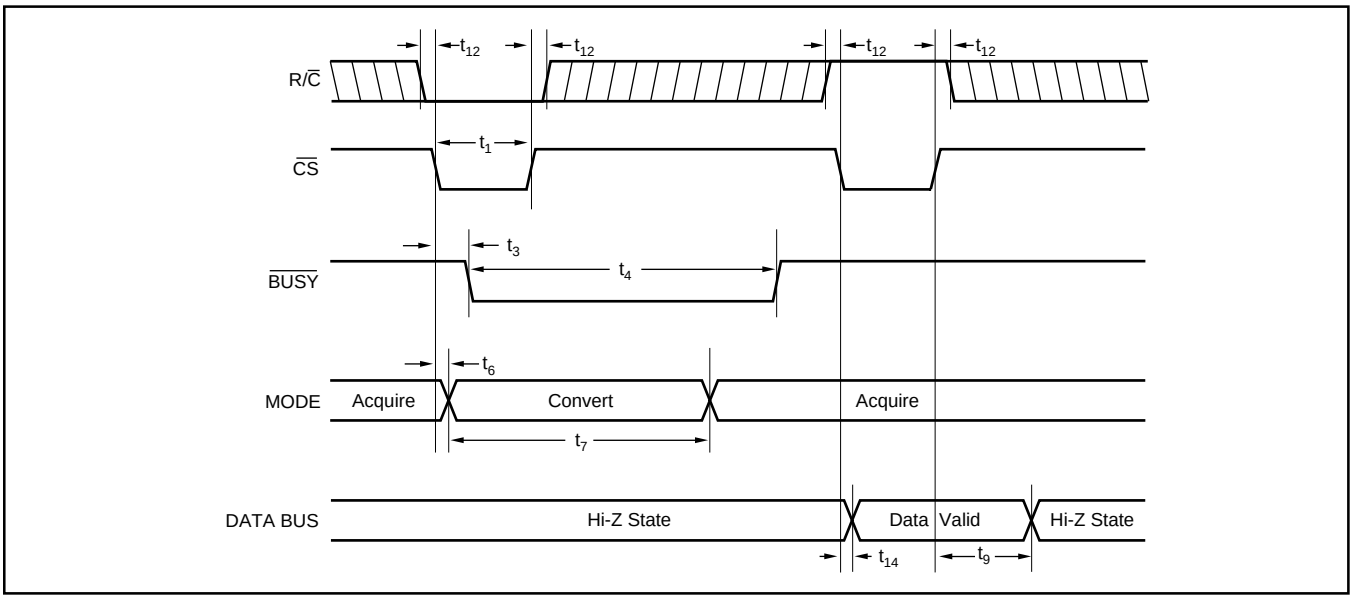

FIGURE 4. Using $\overline{CS}$ to Control Conversion and Read Timing.
NOTES: (1) LSB means Least Significant Bit. For the 12-bit, ±10V input ADS7804, one LSB is 4.88mV. (2) Typical rms noise at worst case transitions and temperatures. (3) As measured with fixed resistors shown in Figure 4. Adjustable to zero with external potentiometer. (4) Full scale error is the worst case of –Full Scale or +Full Scale untrimmed deviation from ideal first and last code transitions, divided by the transition voltage (not divided by the full-scale range) and includes the effect of offset error. (5) All specifications in dB are referred to a full-scale ±10V input. (6) Full-Power Bandwidth defined as Full-Scale input frequency at which Signal-to-(Noise + Distortion) degrades to 60dB, or 10 bits of accuracy. (7) Recovers to specified performance after 2 x FS input overvoltage.